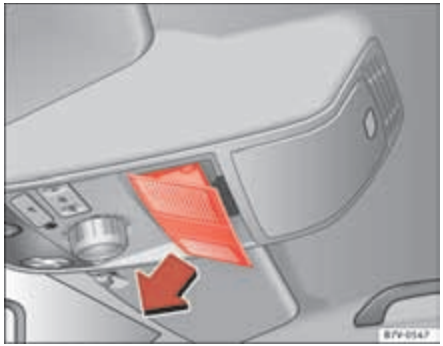

Fig. 202 On the interior roof lining: Remove cover.
- Push open the cover in the direction indicated (arrow) ⇒ fig. 202.